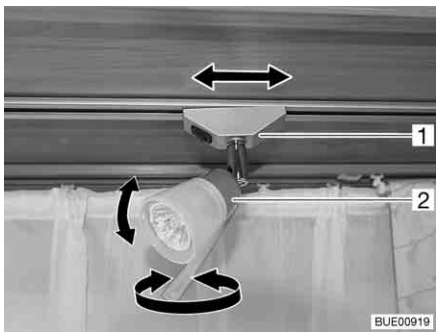

Fig. 49 Spotlight
- ■ Grasp the housing (Fig. 49,2) and turn it.
- ■ Grip holder (Fig. 49,1) and turn by approx. 45°.
- ■ Grip holder (Fig. 49,1) and turn by approx. 90°.